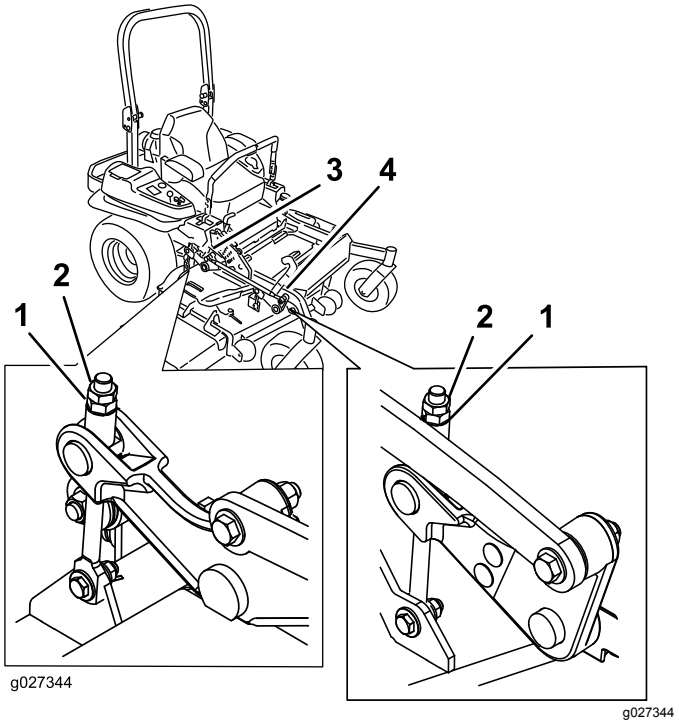

Figuur 97
10. U kunt de stelmoer op de hefinrichting van het voorste maaidek draaien om deze nog nauwkeuriger in te stellen (Figuur 97).
16. Regel de stelschroef fijn af om een hoogte te verkrijgen van 8,3 mm (zie Figuur 97).